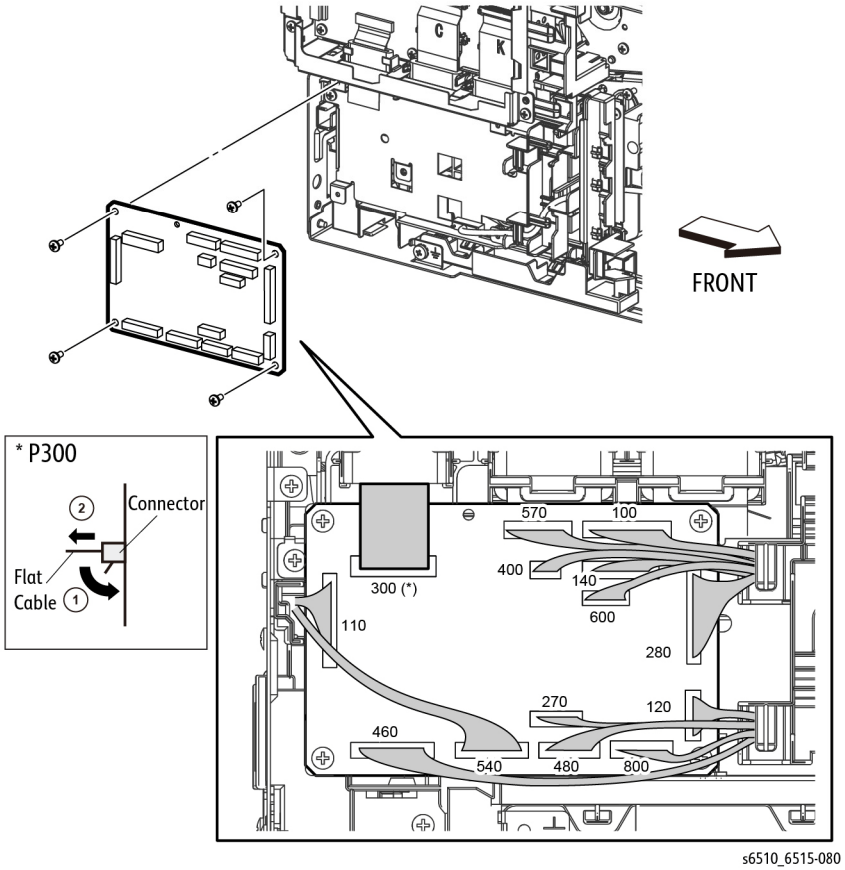

Figure 1 Remove the MCU Board (MFP)
NOTE: *In the following step, when releasing the lock lever on the FFC connector, slightly open the lock lever to 15 degrees until the lock lever contacts the FFC connector as shown in Figure 1. After releasing the lock lever, hold the lever while gently pulling the FFC from the connector.*
2. Refer to Figure 1 to unplug the 12 connectors from the MCU Board (P/J100, P/J110, P/J120, P/J140, P/J270, P/J280, P/J400, P/J460, P/J480, P/J540, P/J570, P/J800) and the FFC (P/J300).
3. Refer to Figure 1 to remove the four screws (silver, M3x6mm) attaching the MCU Board and remove the board.